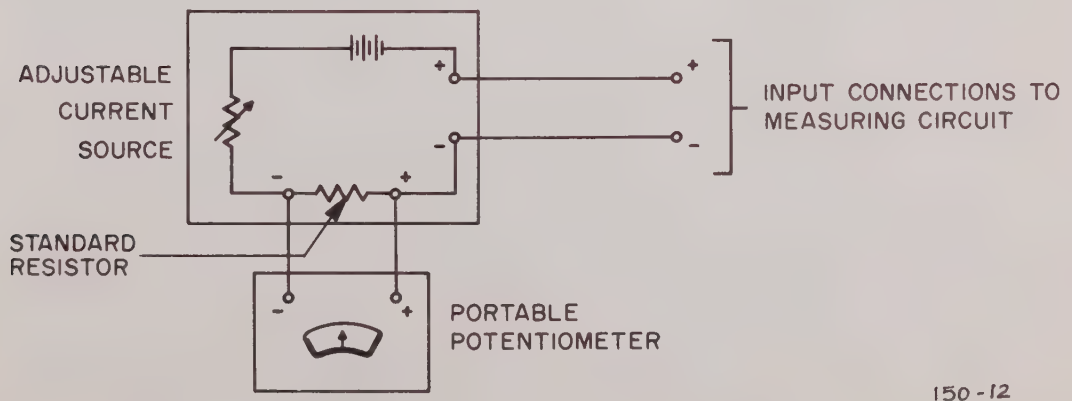

Figure 1. Test Setup
**b. Single Record Instruments.** Connect current source to instrument as shown in figure 1. Observe proper polarity.